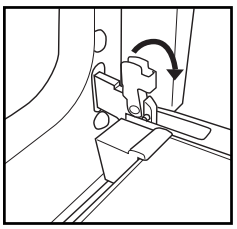

Rys. 1
2. Unieść do oporu dwa zaczepy blokujące zawiasy (Rys. 1).